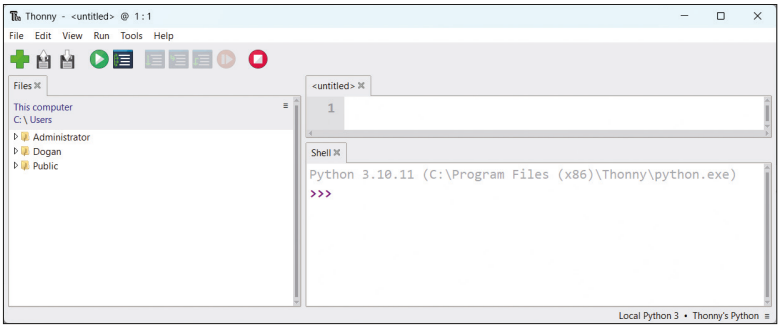

Figure 10.23 The Thonny IDE.
- The startup screen of Thonny on your PC is shown in Figure 10.23.